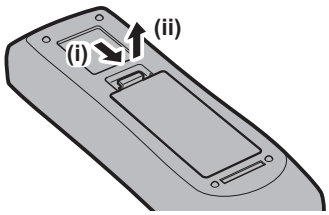

Fig. 1
1) **Ouvrez le couvercle. (Fig. 1)**